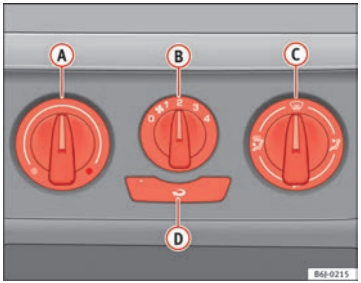

Fig. 92 Mandos de la calefacción en el tablero de instrumentos
– Gire el regulador de temperatura ⇒ fig. 92 (A) hacia la izquierda.
– Coloque el mando del ventilador (B) en uno de los niveles 1-4.
– Dirija la corriente de aire con el mando regulador de la distribución de aire (C) hacia la zona que desee.
– Gire el regulador de la temperatura ⇒ fig. 92 (A) hacia la derecha hasta alcanzar el grado de calefacción deseado.
– Gire el regulador de la temperatura ⇒ fig. 92 (A) hacia la derecha hasta el nivel máximo de calefacción.
– Gire el mando del ventilador (B) hasta el nivel 4.
– Cierre el difusor (3).
– Abra y oriente el difusor (4) hacia las ventanas laterales
– Gire el regulador de temperatura ⇒ fig. 92 (A) hacia la zona de calefacción.
– Coloque el mando del ventilador (B) en uno de los niveles 2-3.
– Cierre los difusores (3).
– Abra y oriente los difusores (4) hacia las ventanas laterales.